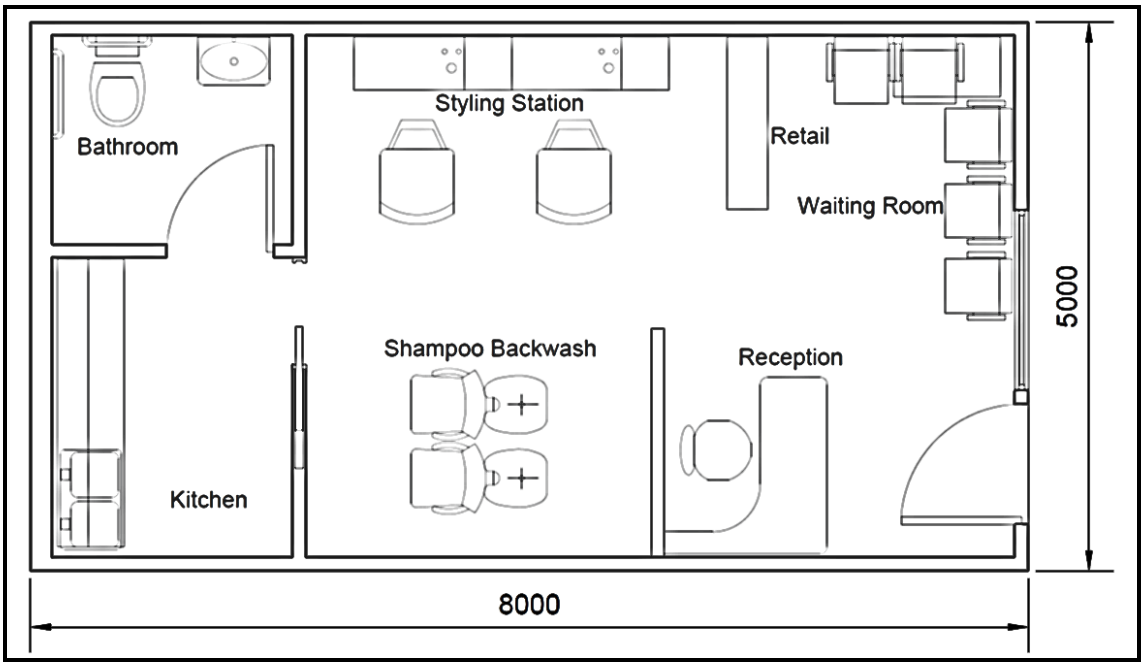

FIGURE 6.10
6.10 FIGURE 6.10 shows a floorplan a hair salon shop.